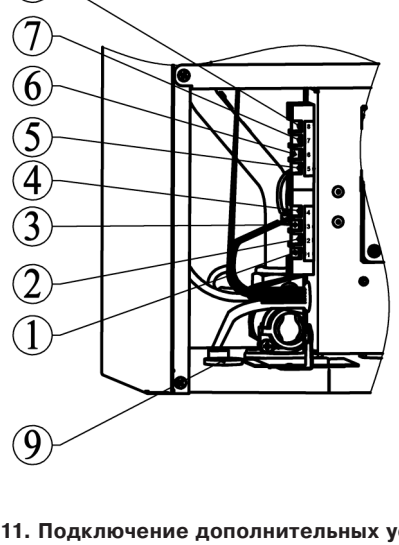

Рис. 11. Подключение дополнительных устройств
– удалить перемычку между клеммами 1 и 2 на колодке блока управления (рисунок 11);
– продеть двухпроводной кабель, идущий от термостата, через проходную муфту 9 в корпусе и подключите его к клеммам 1 и 2 (рисунок 11);
– продеть двухпроводной кабель, идущий от датчика, через проходную муфту 9 в корпусе и подсоедините его к клеммам 3 и 4 (рисунок 11);
– удалить перемычку между клеммами 1 и 2 (рисунок 11);
– продеть двухпроводной кабель, идущий от выносной панели, через проходную муфту 9 в корпусе и подключите его к клеммам 1 и 2 (рисунок 11);
– Продеть двухпроводной кабель, идущий от термостата БКН, через проходную муфту 9 в корпусе котла и подсоедините его к клеммам 5 и 6 (рис. 11)
– Продеть двухпроводной кабель, идущий от датчика температуры БКН, через проходную муфту 9 в корпусе котла и подсоедините его к клеммам 7 и 8 (рис. 11)